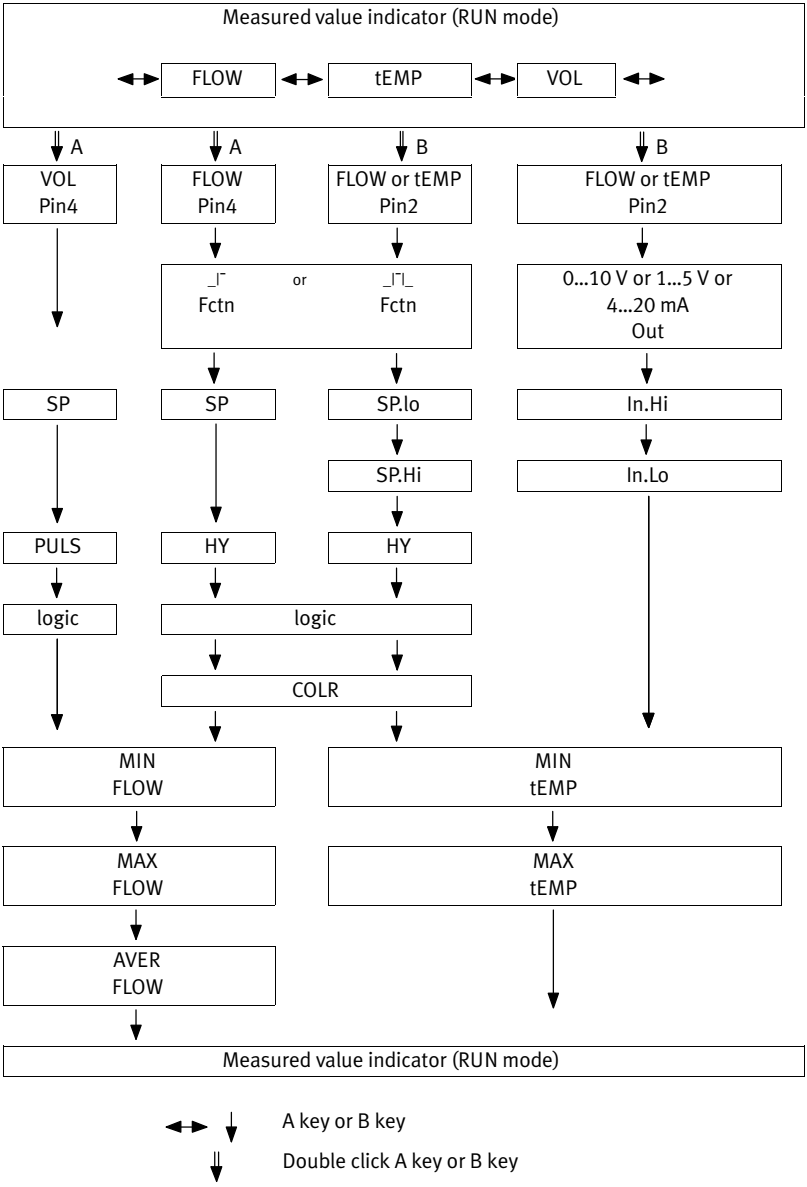

Fig. 12 Menu structure for SHOW mode
By pressing the A key or B key, the display can be switched between the measured variables flow rate, volume and temperature (➔ Fig. 12).
1. Click on A key or B key, depending on the output (➔ Fig. 12).
1. Press A key or B key several times, depending on the output (➔ Fig. 12).
1. Press A key multiple times (➔ Fig. 12).